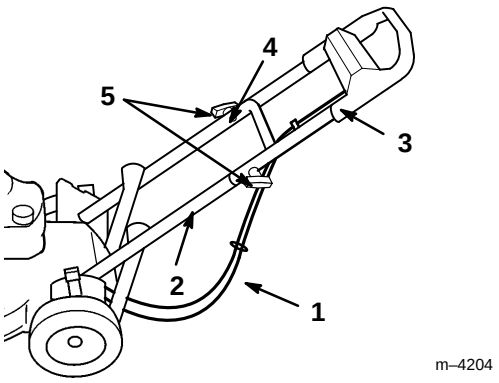

Figur 3
5. Se till att kablarna dras bakom och under undre handtaget enligt figur 3.